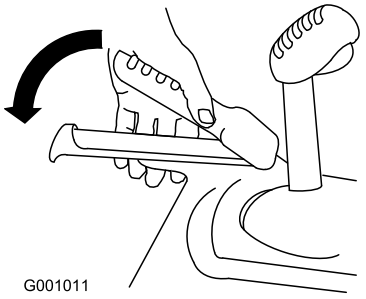

Figur 27
1. For å aktivere trekkdrivet, klem den venstre trekkfunksjonsspaken til håndtaket (Figur 27).